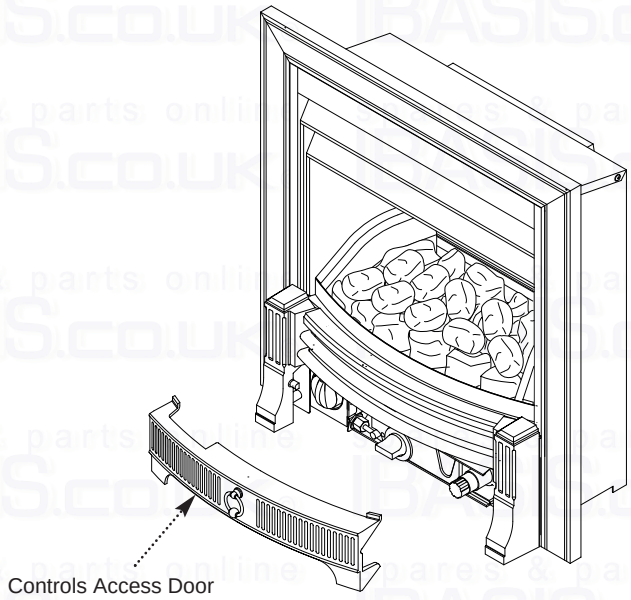

Fig. 24
1. Replace the controls access door (Fig. 24).